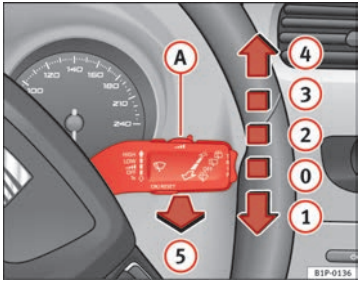

Fig. 81 Windscreen wiper and windscreen wash lever
The windscreen wiper lever ⇒ fig. 81 has the following positions:
- The next speed down will automatically be selected if wiper speed (2) ⇒ fig. 81 or (3) is selected when the vehicle stops. The set speed will be resumed when the vehicle starts again